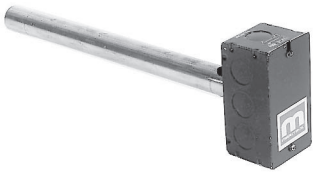

Figure 6. Ensemble capteur et tube de mélange
a. Pour les unités avec ensemble capteur et tube de mélange (voir **Figure 6**), enlever le panneau d'accès aux conduits, glissez le tube de mélange dans le conduit et fixez le capteur.